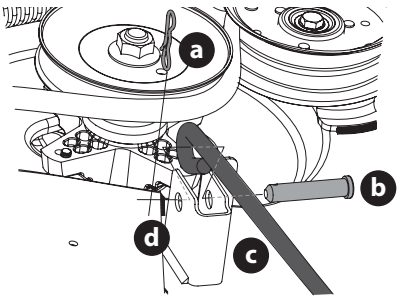

Fig. 45
b. Remove the third bow-tie pin (a) from the clevis pin (b) that secures the front deck control rod (c) to the front deck lift bracket (d). Remove the clevis pin (b) (Fig. 45).